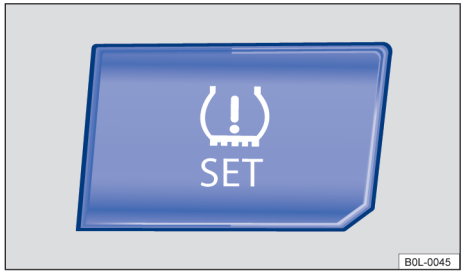

图 139 中控台上：胎压监测按钮 ▶
- 当所有 4 个轮胎压力都符合要求的数值时，按住中控台上部的 (TPMS) 按钮 →图 139，直到系统发出一个确认音为止。